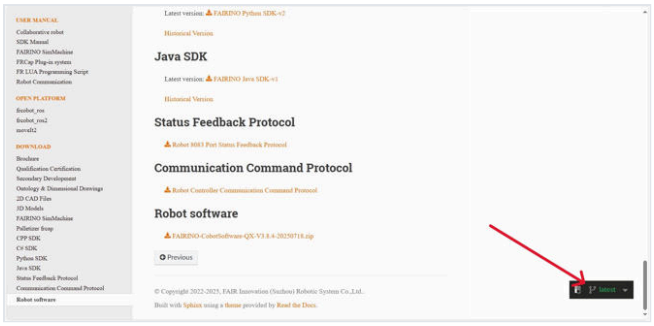
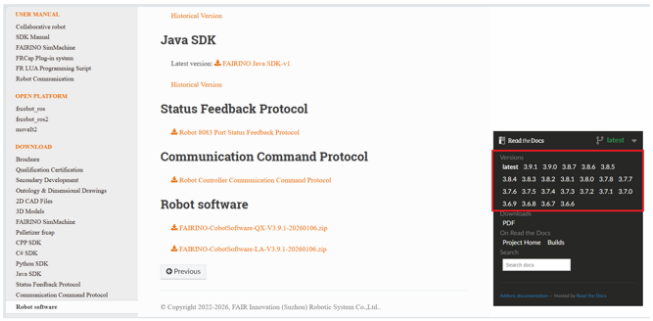

Rys. 3. Strona pobierania dokumentacji FAIRINO: przełącznik wersji w prawym dolnym rogu (strzałka).
Rys. 4. Rozwinięta lista wersji (ramka) i pakiety QX i LA w części Robot software. Zrzuty z wcześniejszej wersji strony: lista nie ma jeszcze 3.9.9.
Jeśli adres się nie otwiera, przejdź tam ręcznie. Otwórz dokumentację FAIRINO, np. https://fairino-doc-en.readthedocs.io/4.0.0/download.html#robot-software. Kliknij przełącznik wersji w **prawym dolnym rogu** strony, czyli przycisk z nazwą bieżącej wersji dokumentacji (Rys. 3). Z listy wybierz **3.9.9** (Rys. 4), a potem w menu po lewej **Download → Robot software**.
3. W części **Robot software** kliknij pakiet z „**QX**” i „**V3.9.9**” w nazwie. Nazwy pakietów mają postać np. FAIRINO-CobotSoftware-QX-V3.9.1-20260106.zip (Rys. 4). Pakietów z innym numerem wersji, np. V4.0.0.1 ze strony dokumentacji 4.0.0, nie pobieraj bez uzgodnienia ze wsparciem.
6. Sprawdź nazwę pliku. Musi brzmieć dokładnie **software.tar.gz**. Jeśli jest inna (np. „software (1).tar.gz”), zmień ją na software.tar.gz, inaczej aktualizacja się nie uda. Eksplorator Windows może ukrywać końcówkę .gz i pokazywać plik jako „software.tar”. Wtedy nie dopisuj „.gz”: włącz **Widok → Pokaż → Rozszerzenia nazw plików** (Windows 11) i sprawdź pełną nazwę.